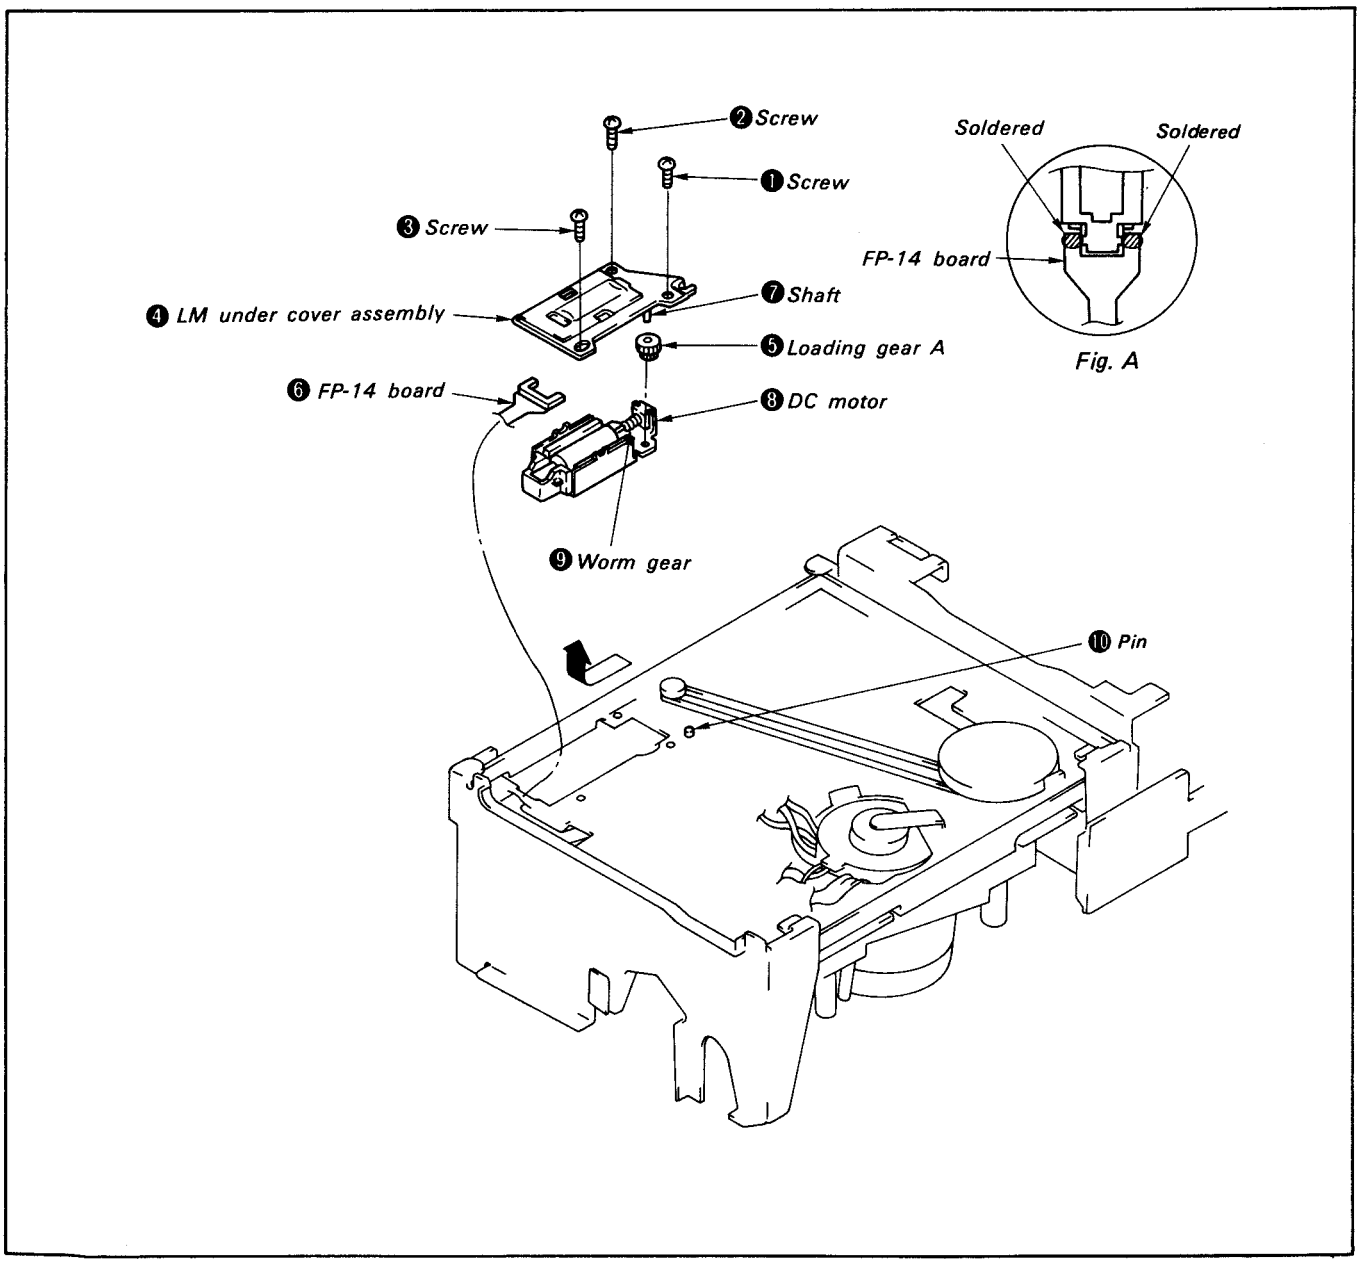

Fig. 2-34
2) Remove screws ❶, ❷ and ❸, and remove the LM motor assembly (❹, ❺ and ❽).
3) Disassemble LM under cover assembly ❹ and DC motor ❽ which are attached by magnetic force.
4) Remove loading gear A ❺ from shaft ❼.
5) Melt the soldered 2 points shown in Fig.A and remove FP-14 flexible board ❻. (See Fig. 2-34)